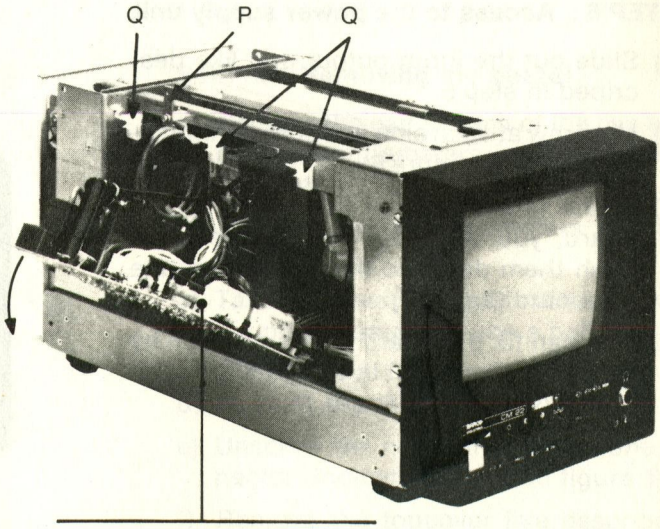

Figure 10
c) Turn the fixation plate upwards (figure 10, detail P).
d) Push the clips indicated with Q upwards, so that you can rotate the board, like slown in figure 10.